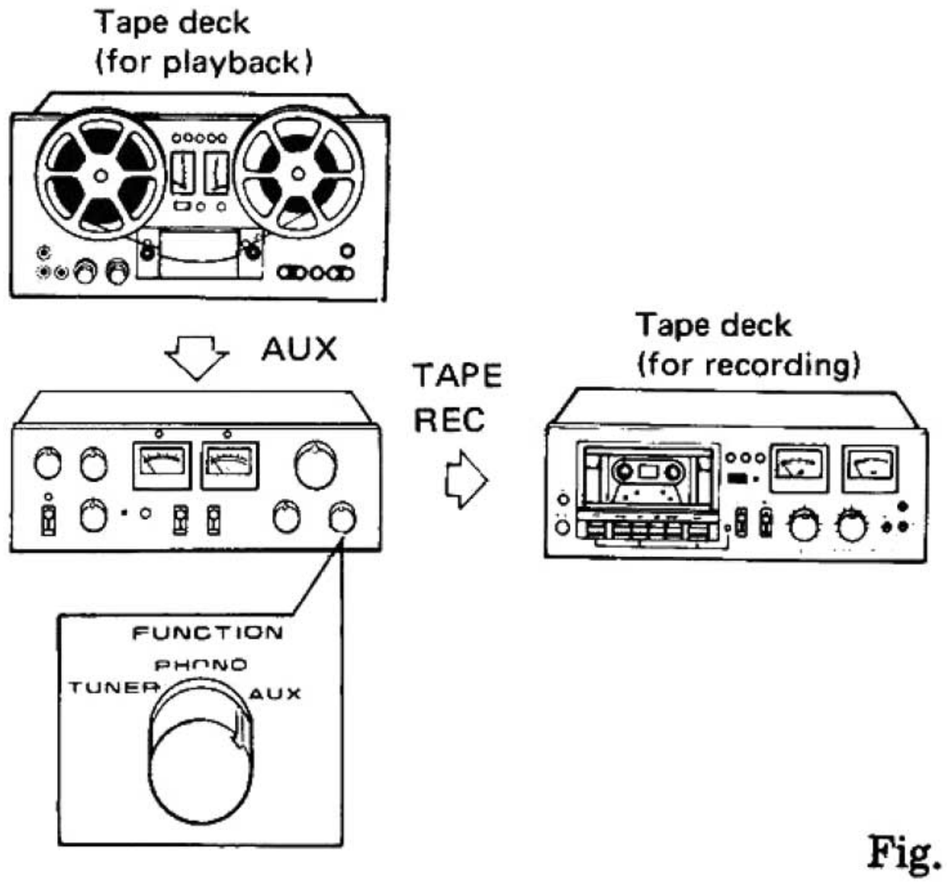

Fig. 10
1. As shown in Fig. 10, connect the tape deck for the playback to the AUX jacks, and connect the tape deck for the recording to the TAPE REC jacks.